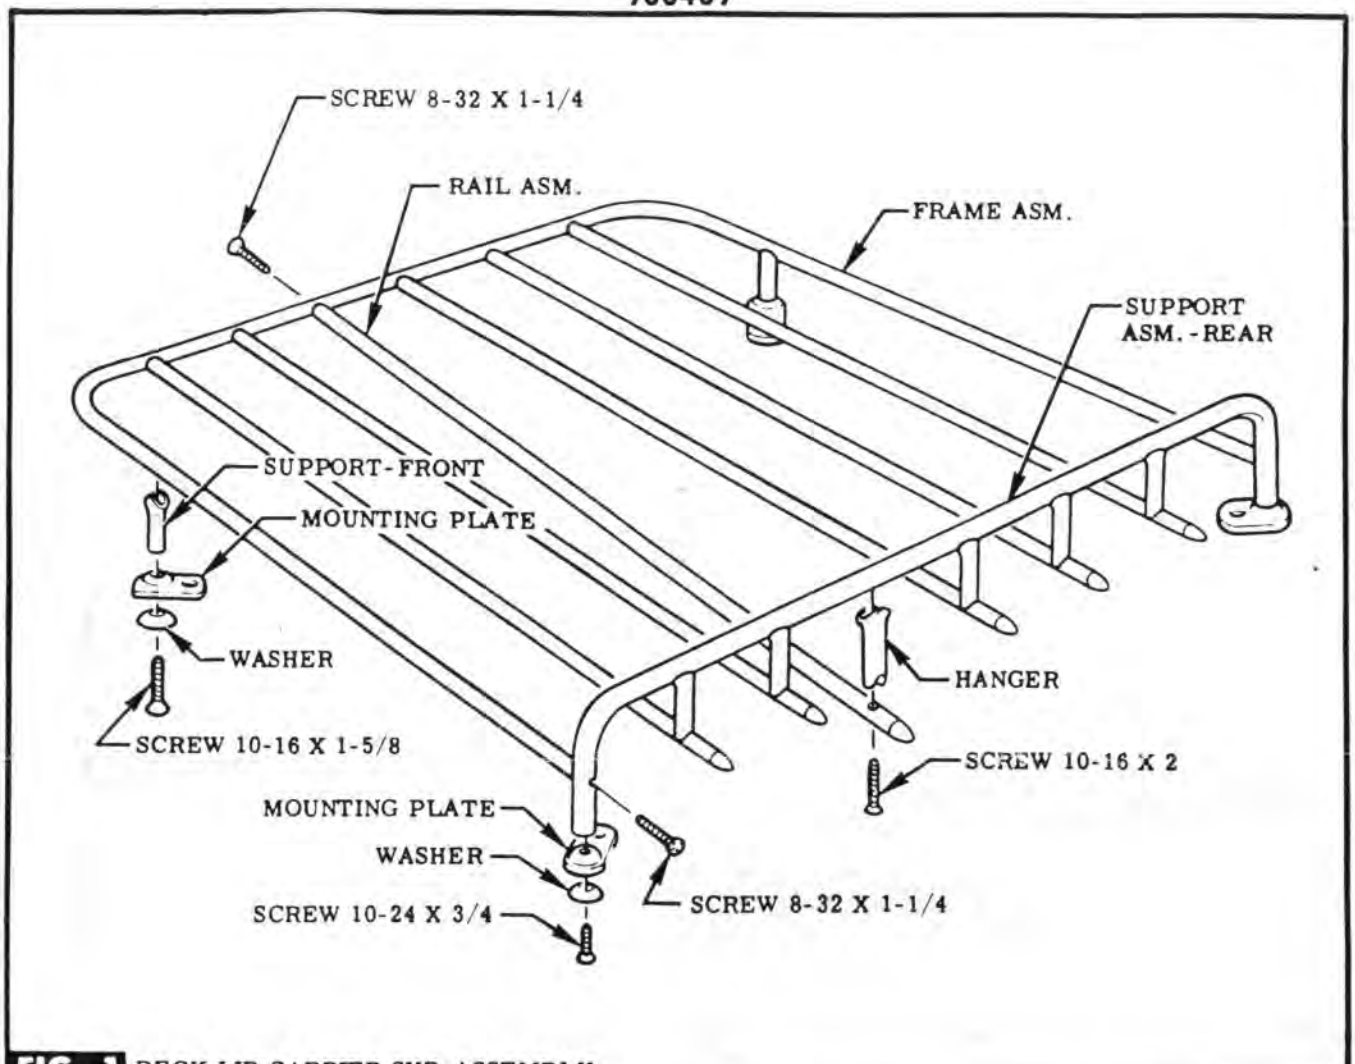

FIG. 1 DECK LID CARRIER SUB-ASSEMBLY
STEP 1 SUB-ASSEMBLE REAR SUPPORT TO FRAME WITH PROVIDED SCREWS. SEE FIG. 1.
STEP 2 SUB-ASSEMBLE HANGERS & RAILS TO REAR SUPPORT & ATTACH RAILS TO FRAME. SEE FIG. 1.
STEP 3 LOOSELY ATTACH FRONT SUPPORTS & MOUNTING PLATES TO FRAME WITH PROVIDED WASHERS & SCREWS. SEE FIG. 1.
STEP 4 LOOSELY ATTACH MOUNTING PLATES TO REAR SUPPORT WITH PROVIDED WASHERS & SCREWS. SEE FIG. 1.